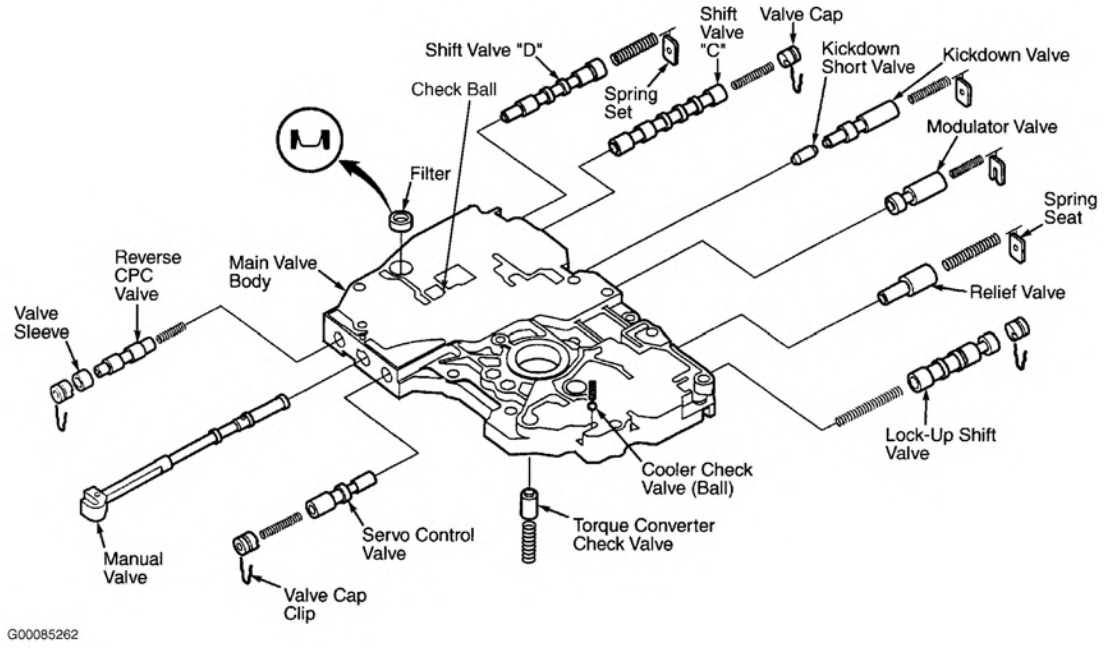

Fig. 20: Exploded View Of Main Valve Body
NOTE: To assist in disassembly of component, see Fig. 20 .
3. Install the filter in the direction shown. See **Fig. 20** .